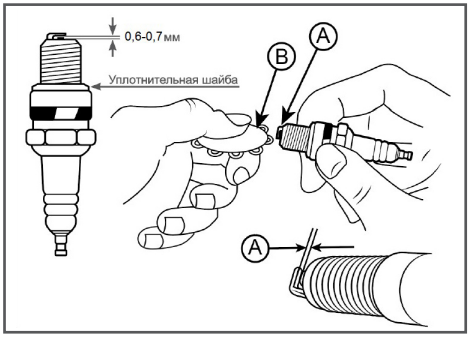

Рис. 15 Проверка зазора между электродами
4. Измерьте зазор А между электродами свечи зажигания специальным щупом В. Зазор А должен быть 0,6-0,7 мм (Рис.15). При увеличении или уменьшении требуемого зазора рекомендуется заменить свечу, так как регулировка зазора может привести к изменению качества искрообразования.